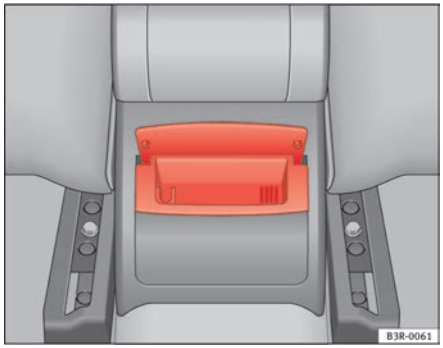

Fig. 126 Rear ashtray
– Take hold of the lid ⇒ fig. 126 and lift out the ashtray.